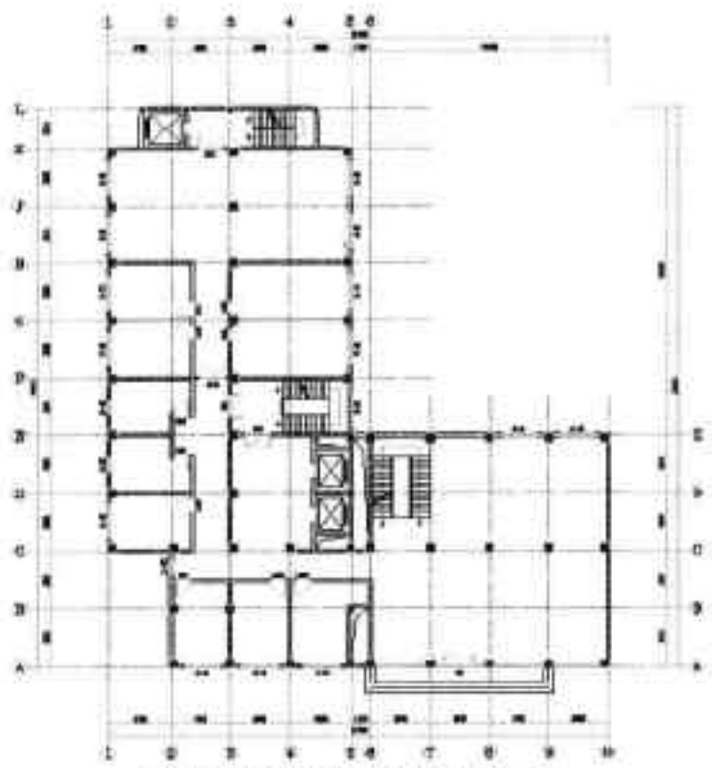

图17-102 完成轴网标注
Step05 按两次回车键，完成左右两侧轴线标注，结果如图 17-102 所示。